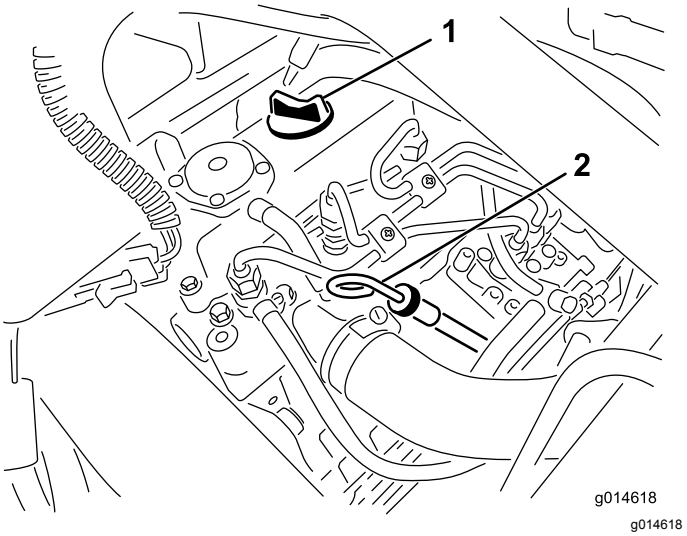

Figur 28
2. Fjern målepinden, og aftør den med en ren klud (Figur 28).